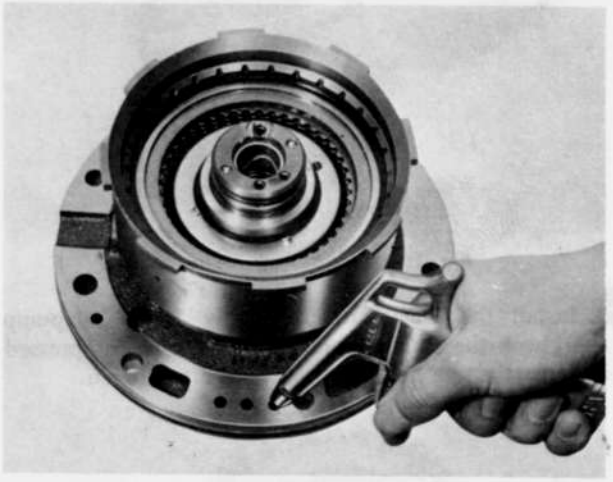

Fig. 7B–23 Testing front clutch
3. Install the front clutch assembly to the oil pump. Blow compressed air into the oil hole as shown in Fig. 7B–23 and check the clutch operation.